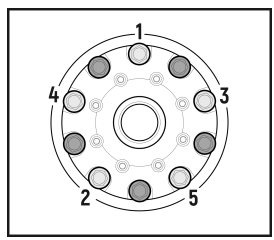
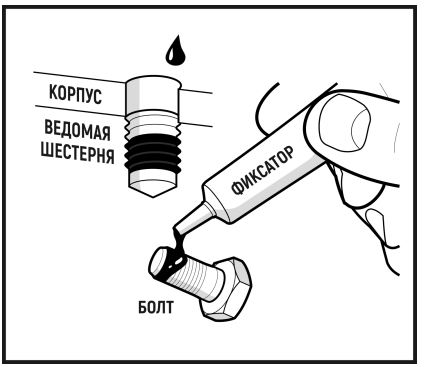

**Рис. 13**
**Рис. 15**
- *Нанесите фиксатор резьбы в оставшиеся **пять** резьбовых отверстий шестерни и на резьбу болтов. (**Рис. 15**) Вкрутите эти **пять** болтов и затяните их динамометрическим ключом моментом затяжки, указанным в руководстве по ремонту автомобиля. (**Рис. 13**)*
**2.9** Нанесите резьбовой фиксатор на резьбу каждого болта и на резьбовые отверстия шестерни. (**Рис. 15**)